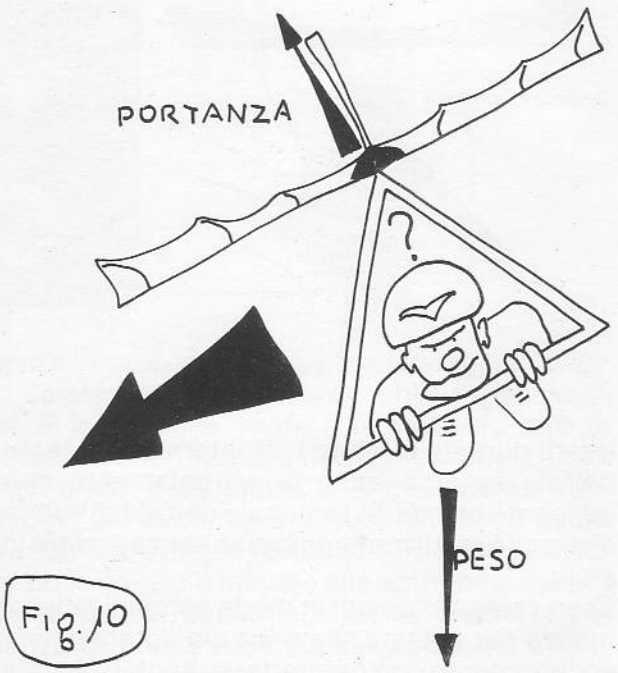

Fig. 10
d) **DIEDRO E PESO DEL PILOTA:** due elementi importantissimi per la stabilità della nostra ala nelle virate. Anche se la virata non è ancora stata analizzata è bene anticipare quanto segue: quando l'aquilone è in rollio ha la tendenza a scivolare verso l'ala più bassa in quanto portanza e peso non sono più allineati (fig. 10). Questo problema è comune anche agli aeroplani infatti i sistemi che gli aerei adottano sono principalmente due: IL DIEDRO e L'ALA SOPRA LA CARLINGA. Tali accorgimenti sono simili ai nostri, vediamoli brevemente.